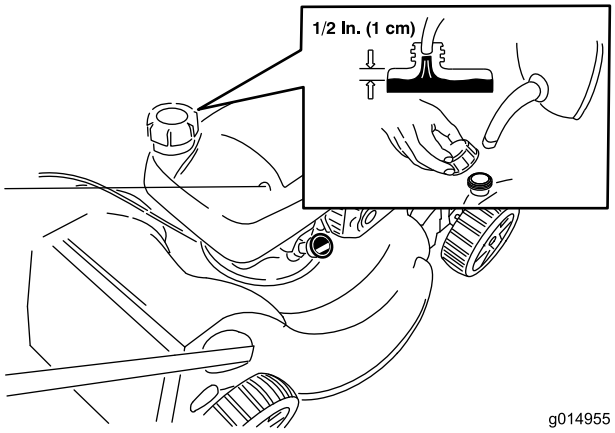

Figur 13
1. Rengjør rundt lokket til drivstofftanken, og ta av lokket (Figur 13).